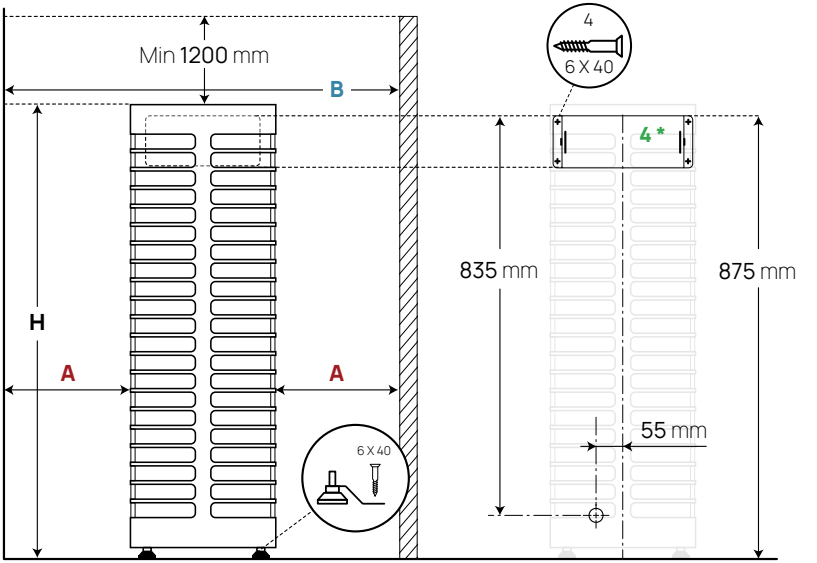

Rysunek 1. Ustawianie pieca
- **HUUM STEEL Mini 4** należy przymocować do ściany za pomocą dołączonej do zestawu płytki do montażu ściennego. Patrz **Rysunek 1.**